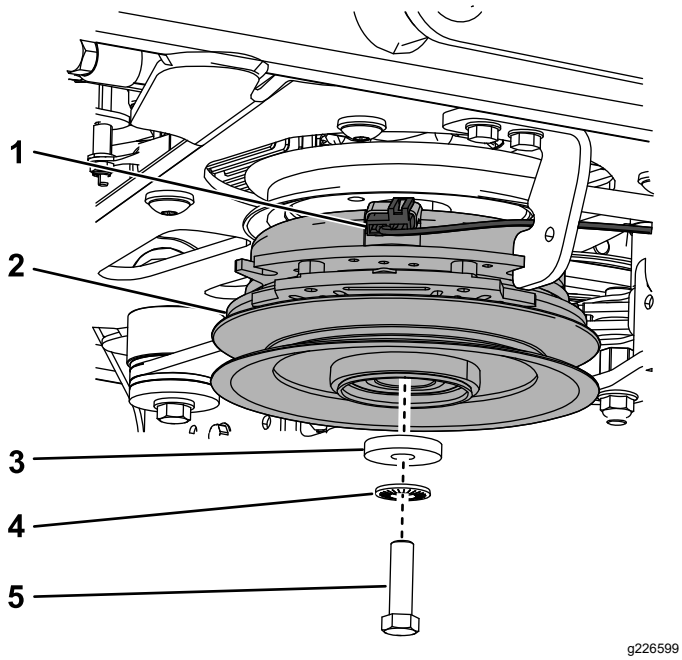

Figura 89
A. Desenchufe el arnés de cables del embrague (Figura 89).
B. Retire el perno, la arandela, la arandela de muelle y el embrague (Figura 89).